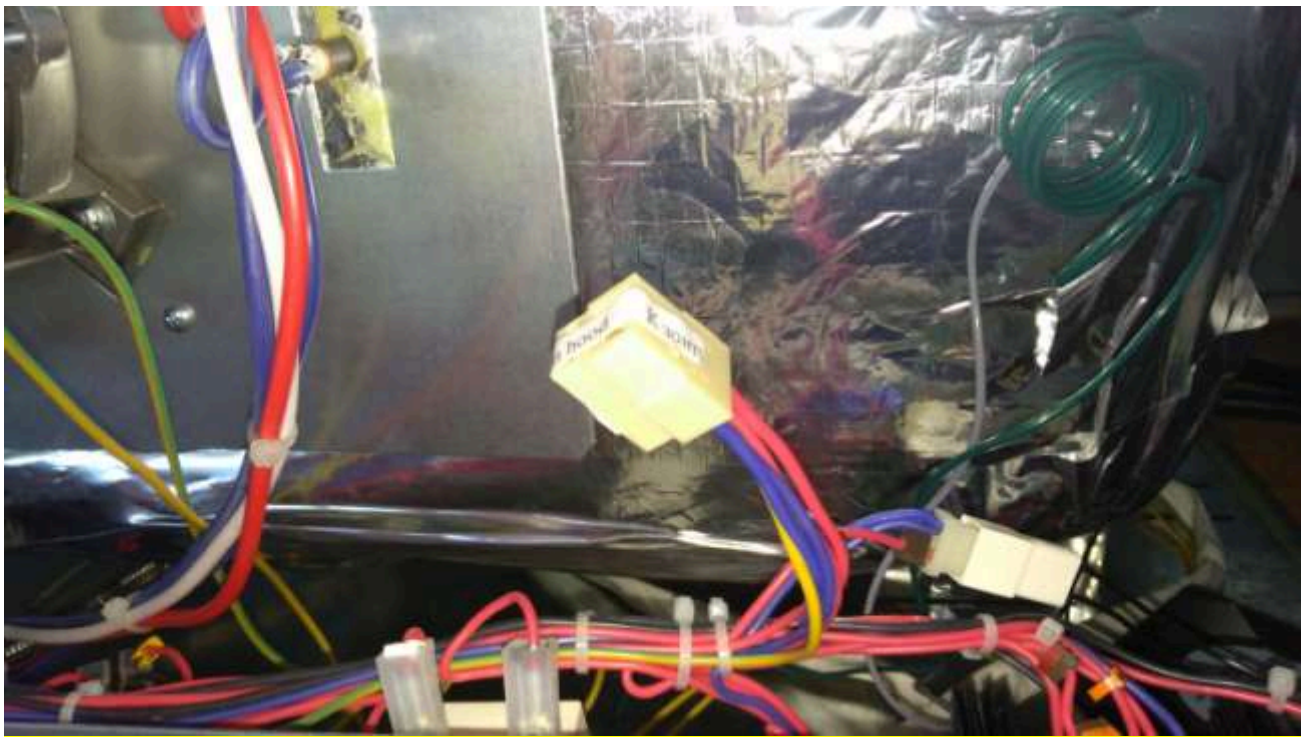

Рис. 3 - Место подключения шнура питания зонта к колодке 45 7373 9005 печи.
- коричневый (красный), синий и желто-зеленый провода шнура питания зонта с наконечниками (Шз) установить в колодку 45.7373.9006 из комплекта, при этом соблюдая цветовое соответствие проводов шнура питания в колодке 45.7373.9006 проводам колодки 45.7373.9005 печи (Рис. 3) (желто-зеленый провод шнура питания должен соединяться с желто-зеленым проводом печи, синий провод шнура питания с синим проводом печи и т.д.);